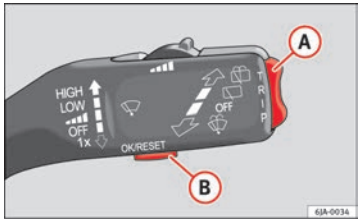

Fig. 35 Window wiper lever: informative display controls
– **Main menu** is activated by keeping the rocker switch (A) pressed down ⇒ Fig. 35.
– The menu items can be selected with the button, (A). Briefly press the button, (B) to display the selected information.
- If a warning appears on the informative display it must be confirmed by pressing the button, (B) ⇒ Fig. 35 ⇒ page 63 before proceeding to the main menu.